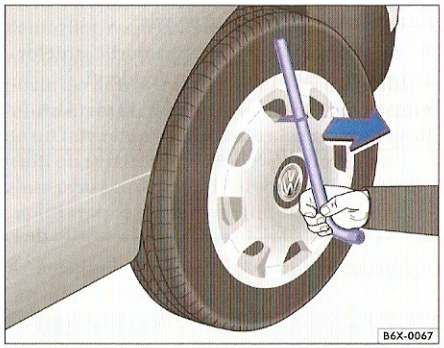

Fig. 32 Scoaterea capacului roţii.
– Introduceţi cheia de roată prin mânerul de sârmă ⇒ fig. 32 şi trageţi capacul în sensul săgeţii.